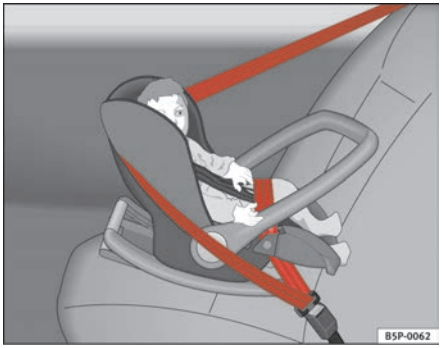

**Fig. 28 A group 0 rear-facing child seat fitted on the rear seat.**
**Group 0:** For babies from about 9 months old and 10 kg in weight the most suitable seats are those appearing in the illustration ⇒ fig. 28.